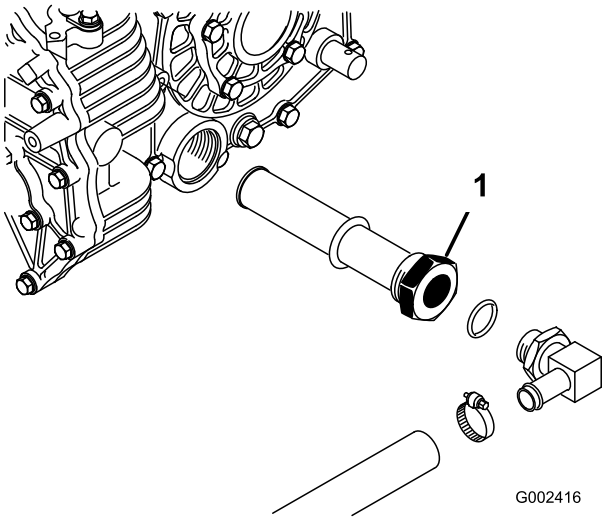

Figuur 73
3. Onthoud de positie van de hydraulische slang en de 90°-fitting voor de zeef aan de zijde van het reservoir (Figuur 73). Verwijder de hydraulische slang en de 90°-fitting.